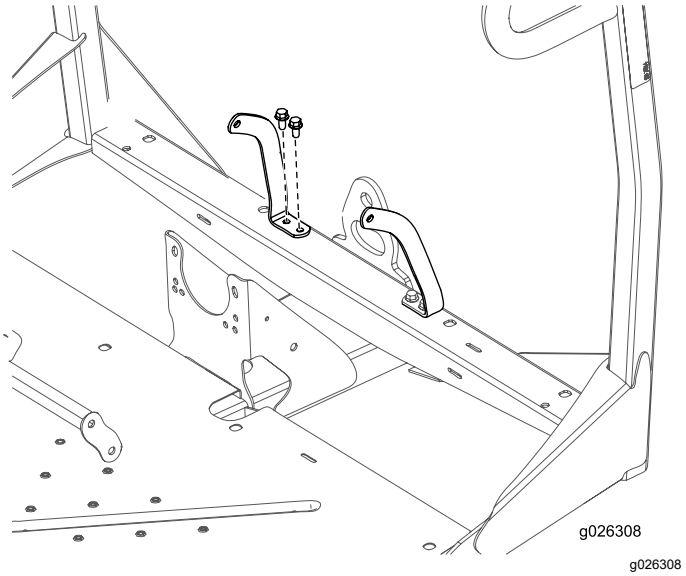

Figura 9
4. Sujete los anclajes derecho e izquierdo del cinturón de seguridad al bastidor delantero con 4 pernos (3/8") y 4 tuercas (3/8") (Figura 9).